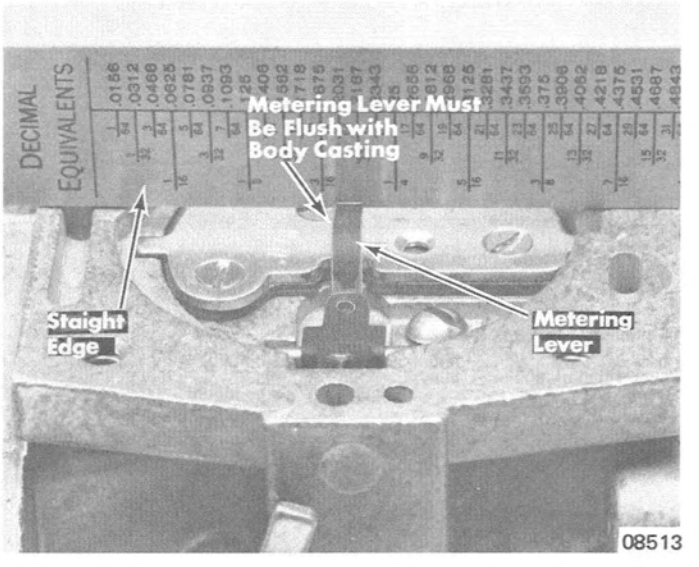

Figure 7. Checking Metering Lever Setting
f. **Install inlet needle and metering lever assembly. Secure metering lever pin with screw. Be sure that metering lever spring is properly seated on "dimple" on metering lever. Adjust metering lever so that "bumper" end of lever, which contacts metering diaphragm, is "flush" with surface of carburetor body casting. (Figures 7 and 8)**